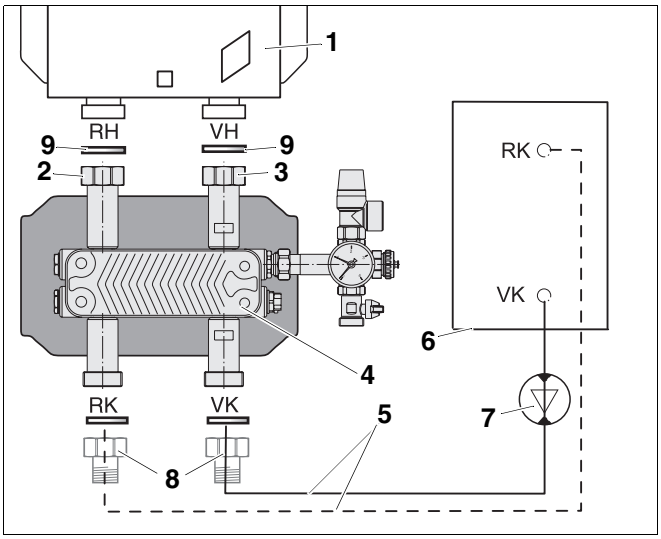

Abb. 7 Montage am Heizkreis-Set
- Dichtung (Abb. 7, **Pos. 9**) in die Überwurfmuttern (Abb. 7, **Pos. 2** und **Pos. 3**) der Systemtrennung WT einlegen.
- Systemtrennung WT an den Vor- und Rücklauf des Heizkreis-Sets (Abb. 7, **Pos. 1**) schrauben.
- Übergangsstücke ÜS 1 (optional erhältlich) mit Dichtung (Ø 32 x 44 x 2) an Vor- und Rücklaufrohr des Heizkreis-Sets schrauben. Systemtrennung WT mit Dichtungen (Abb. 7, **Pos. 9**) an die Übergangsstücke schrauben.
Die Anschlussrohre (Abb. 7, **Pos. 5**) vom jeweiligen Heizkessel zur Systemtrennung WT müssen Sie bauseitig erstellt.